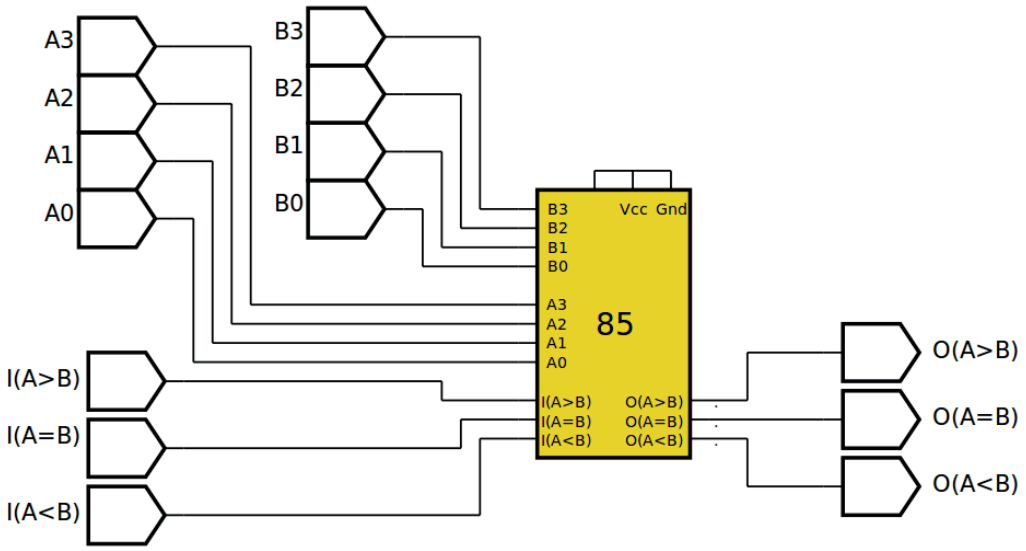
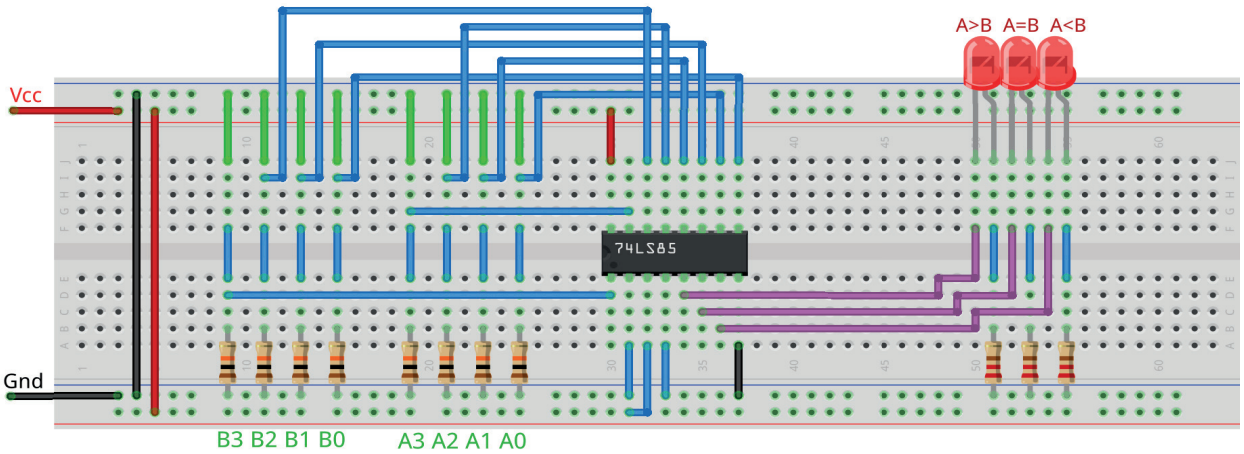

Figura 6.41 – Diagrama esquemático.
Figura 6.43 – Disposição dos componentes (TTL) na placa de montagem.
1. Monte o circuito da figura 6.43 na placa de montagem, conforme figura 6.41 (versão TTL).
4. Utilize um programa de simulação em computador (SmartSim, Atanua, Qucs) faça a simulação do circuito da figura 6.41. Compare os resultados com a tabela 6.15.